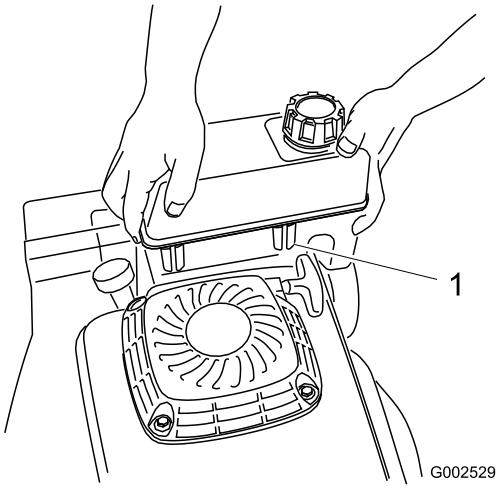

**Figura 6**
3. Mettete i fermagli in plastica, sulla parte anteriore del serbatoio carburante, sopra l'attacco del serbatoio (Figura 6).